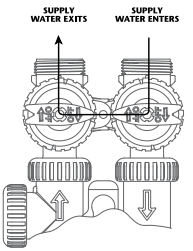

FIGURE 2
2. **Bypass position:** The inlet and outlet handles point to the center of the bypass. The system is isolated from the water pressure in the plumbing system. Untreated water is supplied to the building **(Fig.2)**.